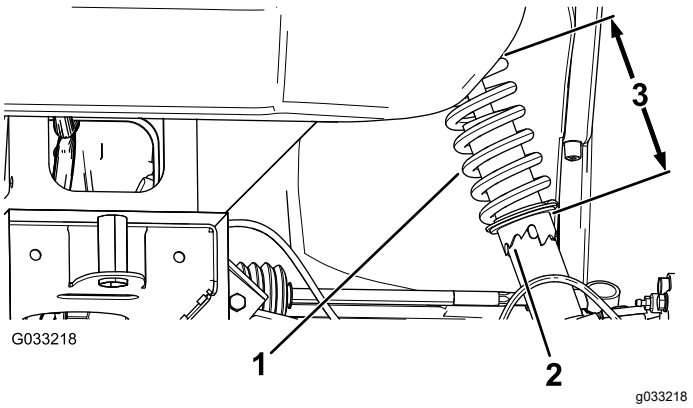

Figur 48
2. Hvis hjulets hældning ikke er korrekt, skal du bruge gaffelnøglen til at dreje muffen på støddæmperen og tilpasse hjulsporingen (Figur 48).